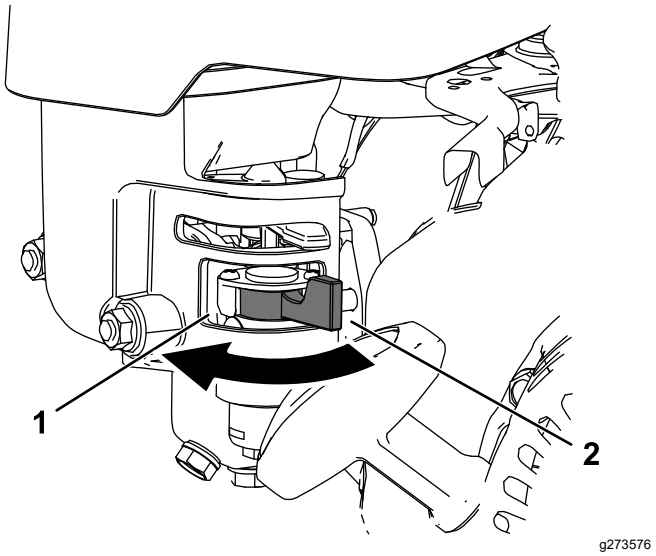

Figur 22
- For at åbne brændstofventilen skal du dreje brændstofafbrydergrebet hen mod tilbageslagsstarthåndtaget (Figur 22).
- For at lukke brændstofventilen skal du dreje brændstofafbrydergrebet væk fra tilbageslagsstarthåndtaget (Figur 22).